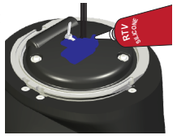

Figure 4
3. ***(Installations Coapt uniquement)*** Veillez à sceller les trous par lesquels les câbles traversent le disque de décharge de contrainte avant de procéder à l'assemblage définitif de l'emboîture. Appliquez du silicone RTV sur le trou de décharge de contrainte, sur l'orifice destiné aux serre-câbles et sur les fils (Figure 4).